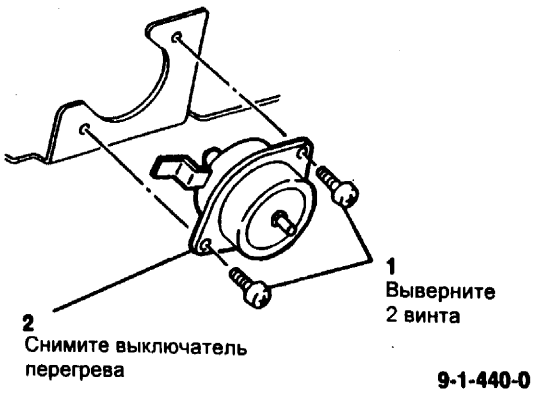

Рис. 2 Снятие выключателя перегрева фьюзера
5. (Рис. 2) Снимите выключатель перегрева фьюзера